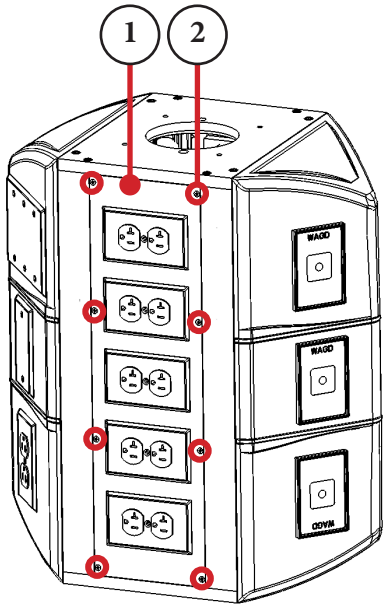

Figure 8.4 - Location of Screws on Access Panel
a. Using a Phillips screw driver, open the access panel (Figure 8.4, Item 1) on the front or back of the FLEXiS System by removing the eight Phillips screws (Item 2).